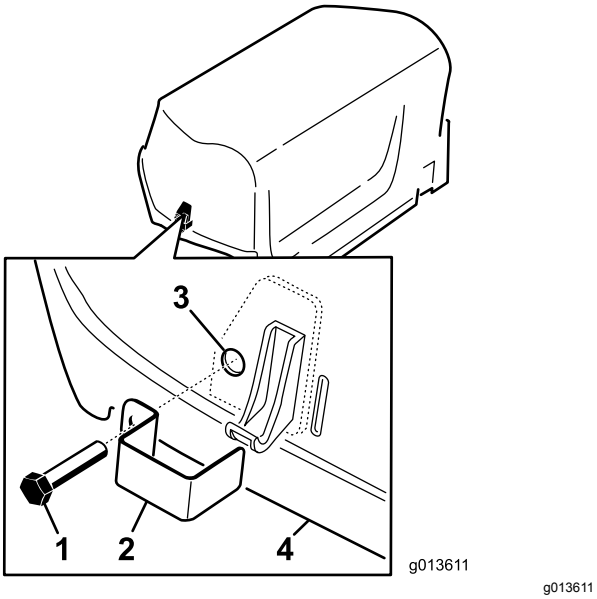

Figur 7
1. Monter en sliskelås over venstre og højre motorhjelmslås (Figur 7) med en fransk skrue (2 stk. i alt).
2. Brug en tang eller justerbar nøgle til at skrue en indvendig låseskive på hver skrue (1-2 gevind) og fastgøre boltene (Figur 7).